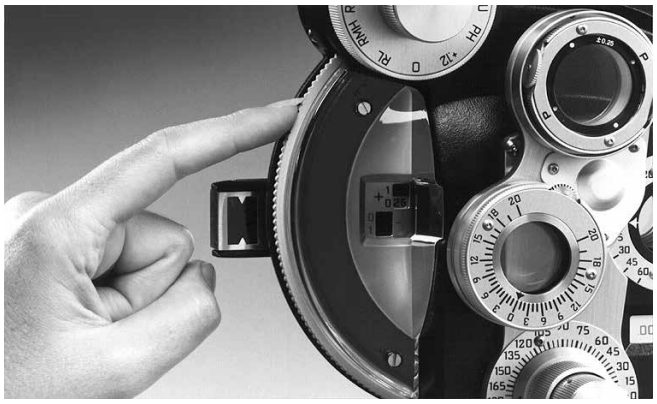

Figura TM-3 Movimiento del disco de esfera débil
2. El funcionamiento es sencillo. Girar el disco de esfera débil hacia abajo (es decir, hacia la derecha para el ojo izquierdo y hacia la izquierda para el ojo derecho.) introduce más potencia positiva o menos potencia negativa. Consulte la Figura TM-3.
3. Girar el disco de esfera débil hacia arriba introduce más potencia negativa o menos potencia positiva. Consulte la Figura TM-3.